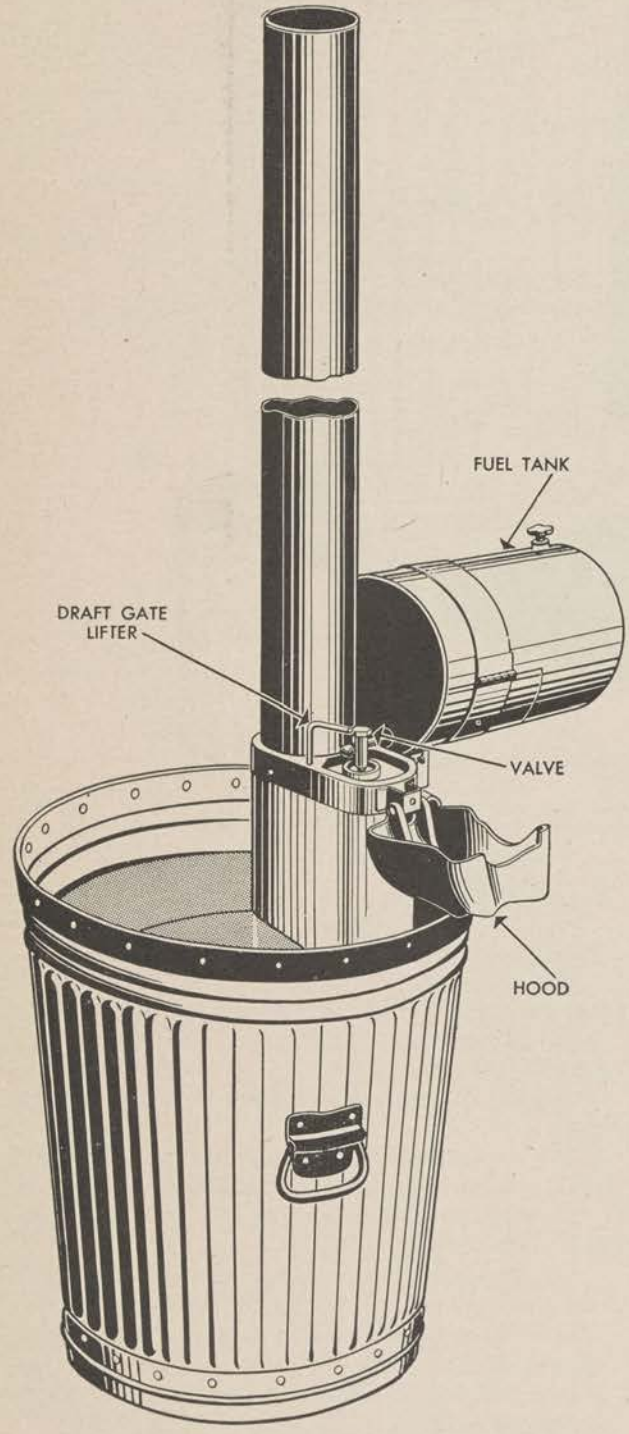

Figure 53. Heater, immersion type (65–J–1911–70).
(1) Open the stand and place a can of water on top of it.
(2) Put the shield around the can and be sure that the can is in place.
(3) Insert the fire unit into the case and operate it according to the instructions given in paragraph 36.
a. The heater, immersion type, for cans, corrugated, complete with 24-gallon can and cover (stock No. 65–J–1911–70) is a new type of water heater, employing the principle of the downdraft burner. (Heater only, stock No. 65–J–1911–50.) (See figs. 53 and 54.) (See par. 19*a*.) By means of a large baffle plate, the heat is made to circulate over the entire bottom of the can.